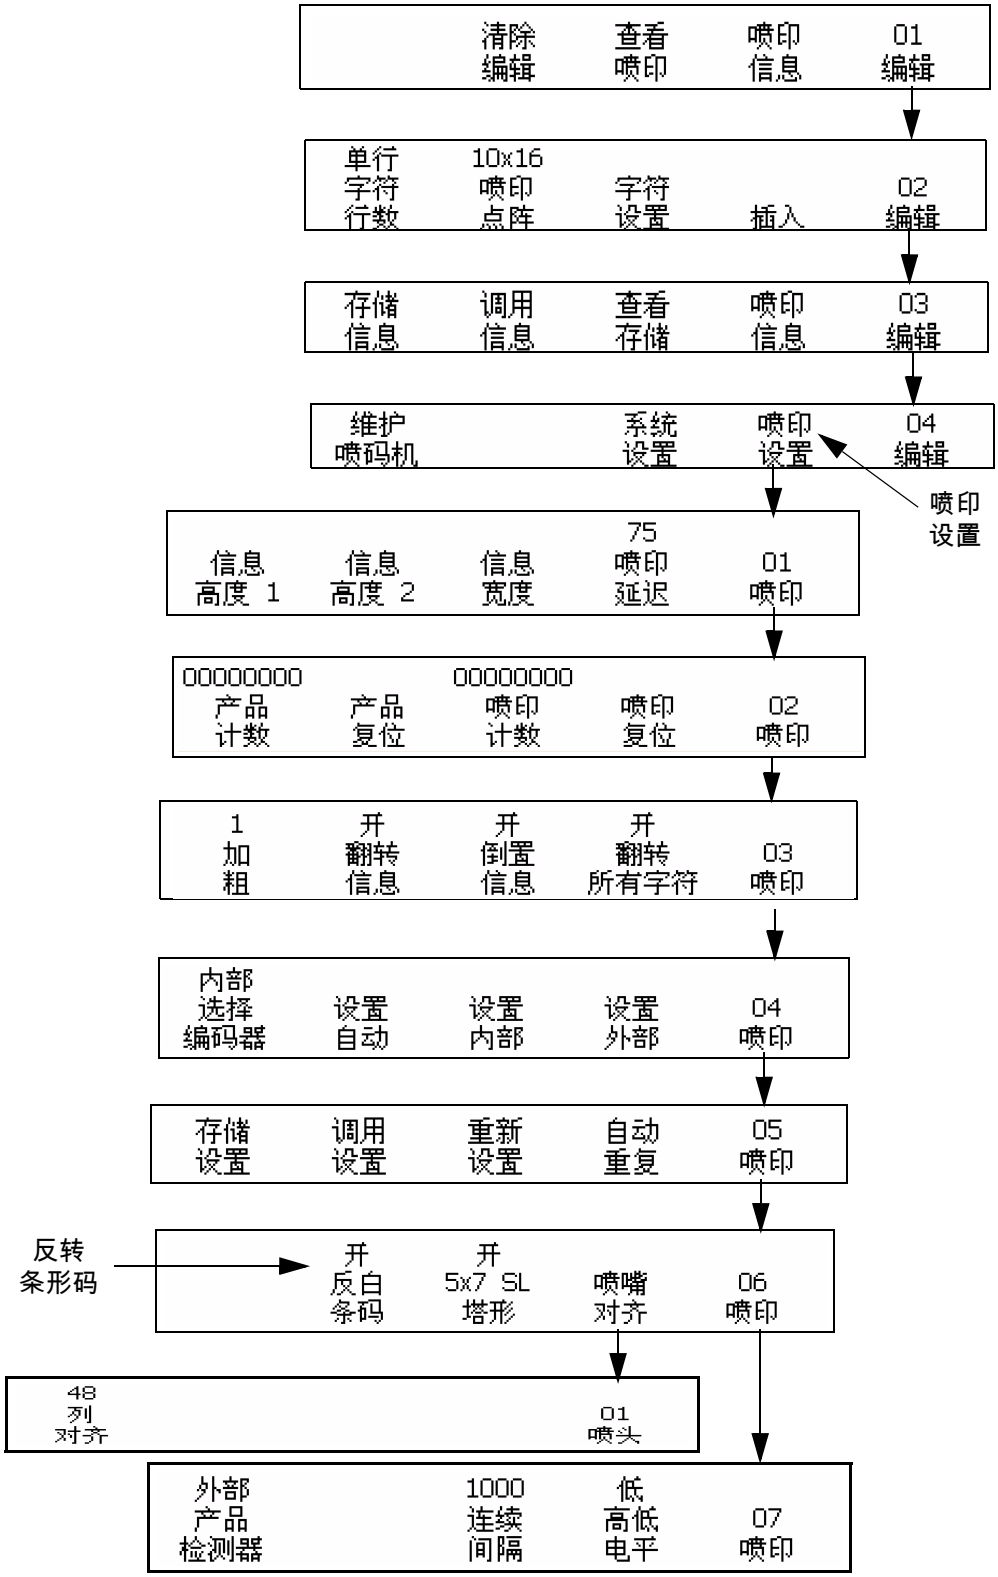

图 7-19: 进入界面 <07 Print（喷印）>
2. 从界面 <06 Print （喷印）> 开始。 请参阅图 7-19 第 7-32 页。
1 从界面<01 Head （喷印头）>开始。 请参阅图 7-19 第 7-32 页。
1 从界面<07 Print （喷印）>开始。 请参阅图 7-19 第 7-32 页。
1 从界面 <07 Print （喷印）> 开始。 请参阅图 7-19 第 7-32 页。